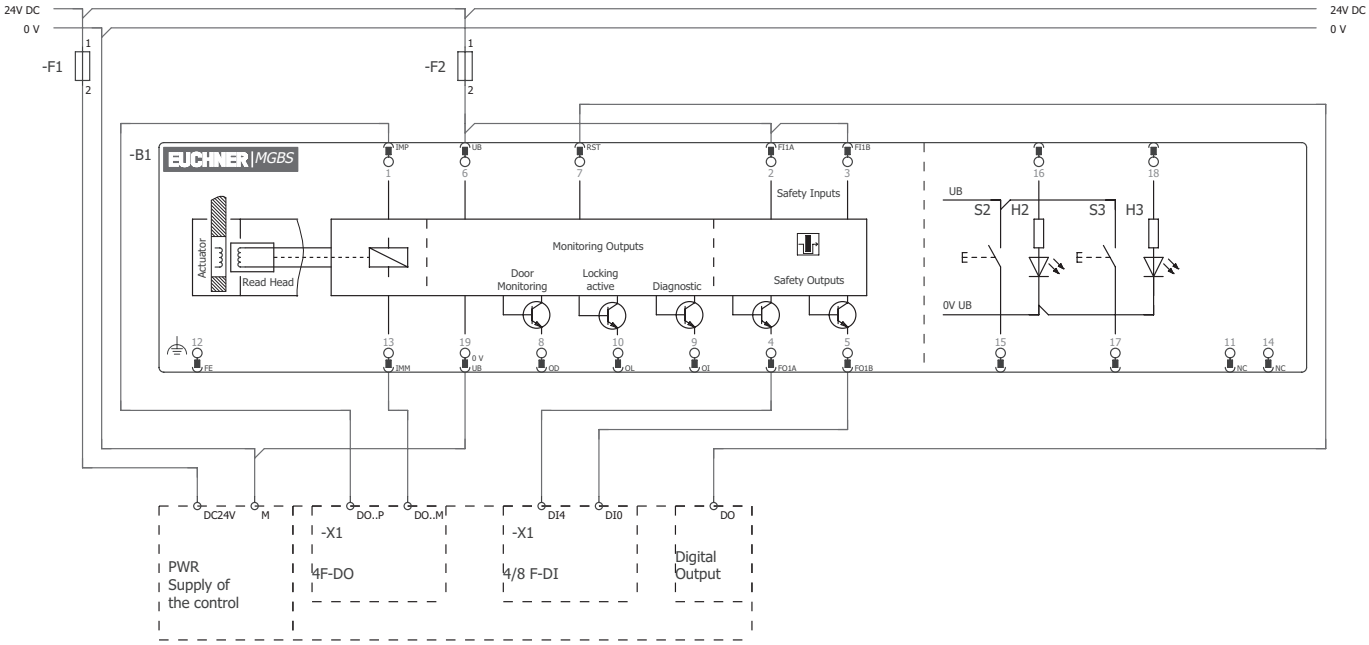

Figure 7: Connection example for the connection to ET200
- For dual-channel control of the solenoid voltage by safe outputs of a control system, the following points must be observed (see also *Figure 7 on page 32*):